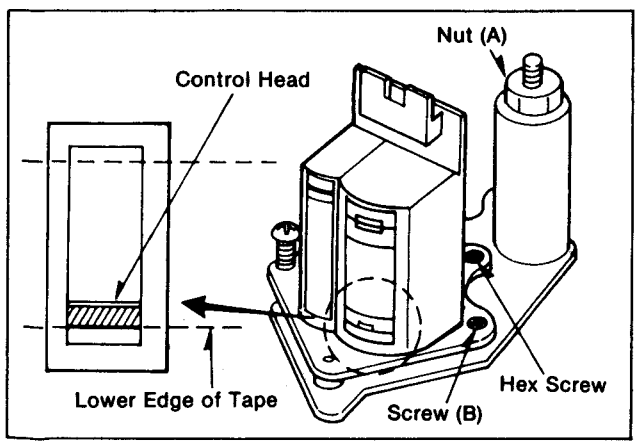

Figure M17
If it doesn't slightly turn the nut (A) behind the A/C Head (Figure M17) to either lower or raise the A/C head so that the tape runs along the lower edge of the control head.
Turn the nut (A) clockwise to lower the head, and counterclockwise to raise it. (Figure M17)